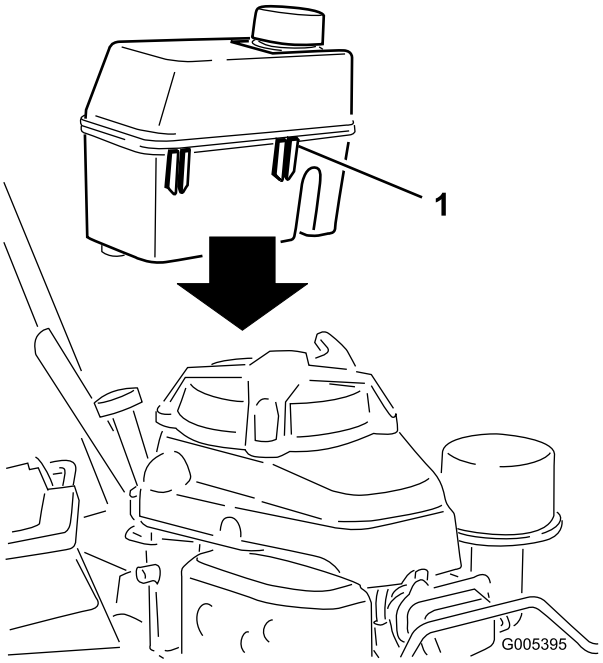

Figura 6
3. Mettete i fermagli in plastica, sulla parte anteriore del serbatoio carburante, sopra l'attacco del serbatoio (Figura 6).